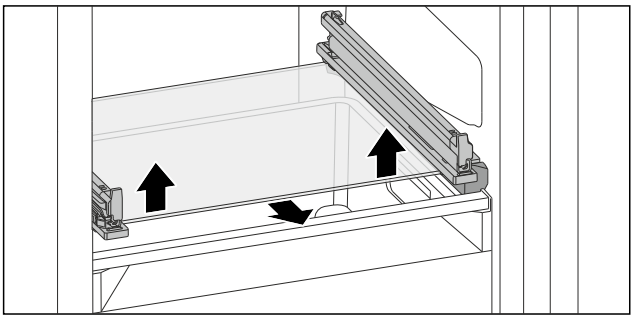

Fig. 140 Glasplatte des abkippbaren Schubfachs
▶ Glasplatte von unten beidseitig nach oben drücken. (siehe Fig. 140)